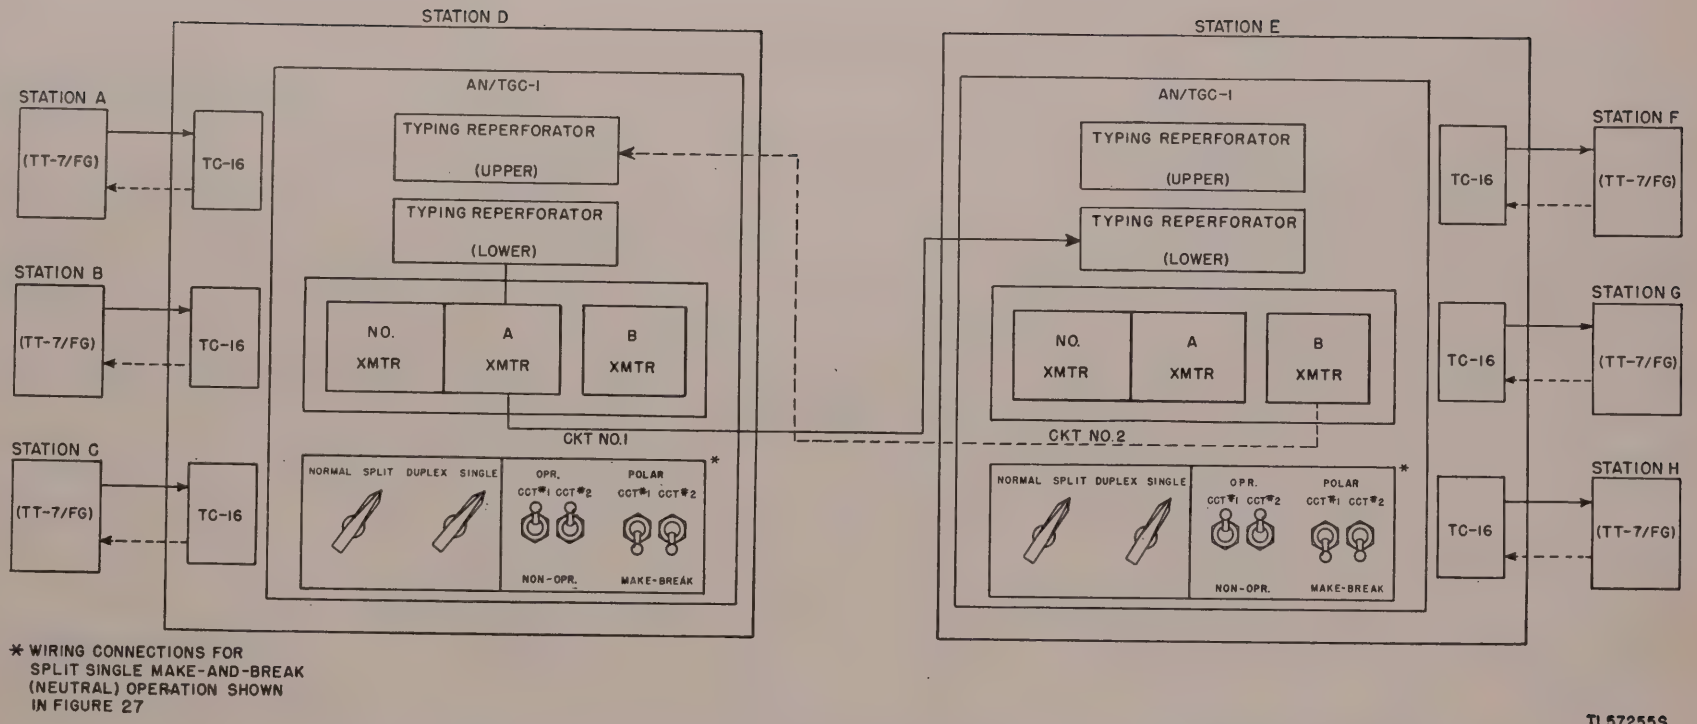

Figure 11. Teletypewriter Sets AN/TGC–1 arranged for split single make-and-break (neutral) operation
12. Application for Split Single Operation (fig. 11)
(1) Transmission over circuits No. 1 and No. 2; or
(2) Reception over circuits No. 1 and No. 2; or
(3) Transmission over circuit No. 1 and reception over circuit No. 2; or
(4) Transmission over circuit No. 2 and reception over circuit No. 1.
b. Teletypewriter Sets AN/TGC–1 (or AN/TGC–1A) arranged for split single operation over a make-and-break (neutral) circuit are shown in figure 11. Since simultaneous reception and transmission are not possible with this arrangement, for purposes of illustration circuits No. 1 and No. 2 show transmission in one direction only; however, over any one circuit messages may be transmitted and received in both directions, though not simultaneously. In figure 11 distant stations A, B, and C transmit to tape-perforating teletypewriter equipment at a tape-relay or comcenter such as station D. The tape is transferred manually to Teletypewriter Set AN/TGC–1 and transmitted to another AN/TGC–1 at station E. At station E the tape is transferred manually to Teletypewriter Sets TC–16 and retransmitted to distant stations F, G, and H. At the same time, station E may be transmitting to station D over circuit No. 2, which messages are retransmitted by Teletypewriter Sets TC–16 to distant stations A, B, and C.